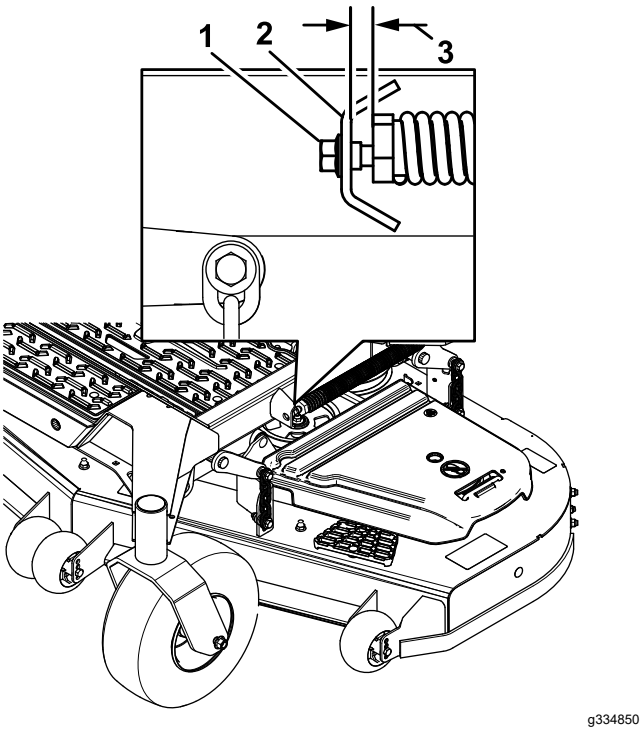

Bild 83
10. Lösen Sie langsam die Einstellschraube an der Feder der Hubhilfe, bis Sie die Schraube entfernen können (Bild 83).